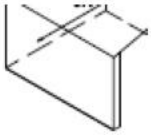

рис. 5.17
Открутите винты (G) и снимите крышку клеммной панели (H), рис. 5.17.